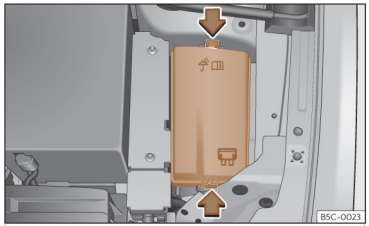

Abb. 217 Im Motorraum: Abdeckung des Sicherungskastens.
- Verriegelungstasten drücken, um die Abdeckung des Sicherungskastens ››› (Abb. 217) zu entriegeln.